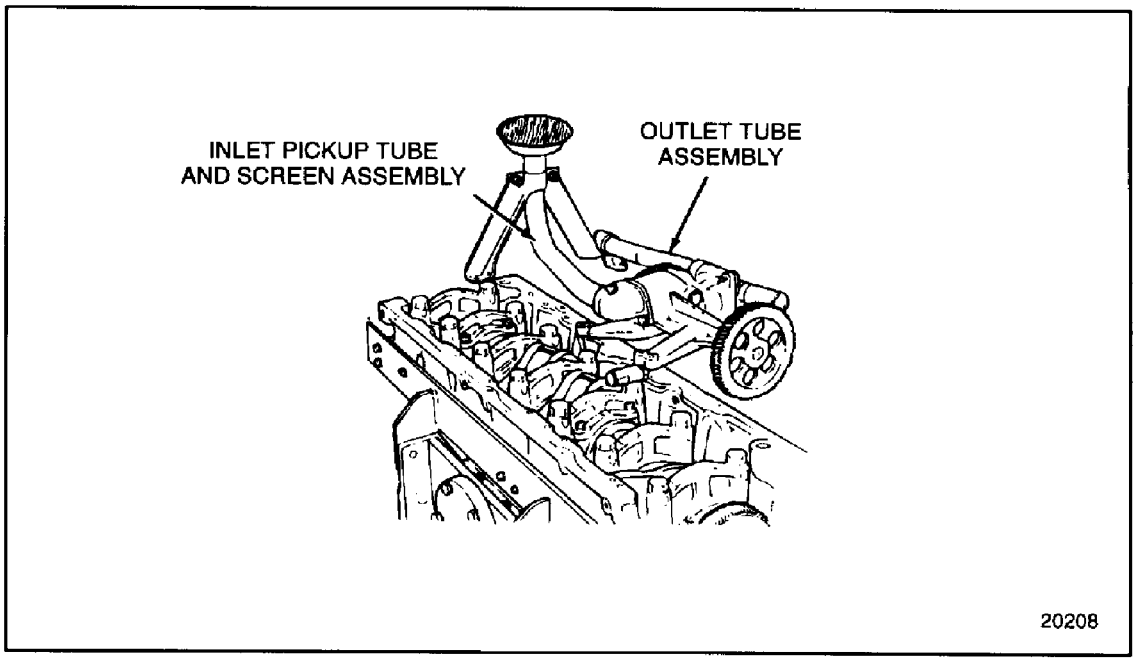

Figure 1-287 Oil Pump Removal (Pre-1991 Engines)
4. For pre-1991 engines, disconnect and remove the lubricating oil pump inlet pipe and screen assembly, oil pump outlet pipe and lubricating oil pump. Refer to section 3.2.2. See Figure 1-287.